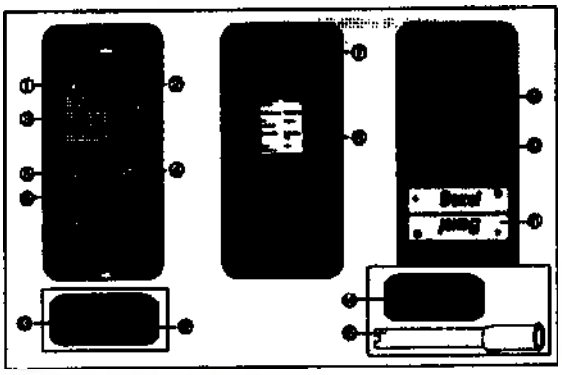

Рис. 1 Внешний вид анализатора
1.4.10 Управление работой анализатора производится через меню. Перемещение по строкам меню производится кнопками 4 и 5, а подтверждение выбора - кнопкой 6 (см. рис.1).